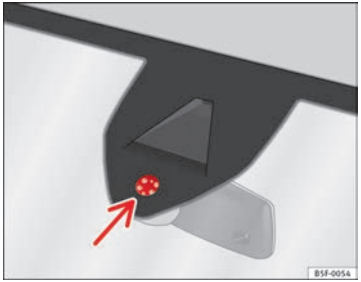

Fig. 69 Rain sensor sensitive surface
Possible causes of faults and mistaken readings *on the sensitive surface* ⇒ Fig. 69 of the rain sensor include: ▶
- Clean the sensitive surface of the rain sensor regularly and check the blades for damage ⇒ Fig. 69 (arrow).